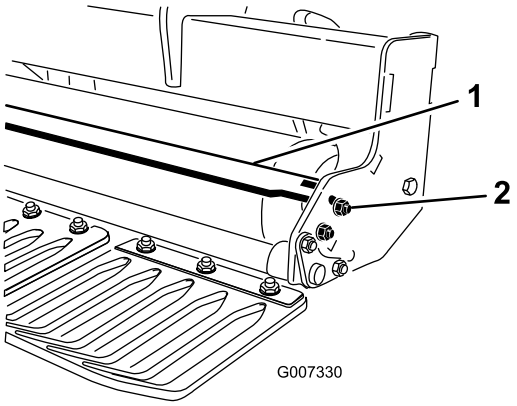

Figur 13
1. Løsne på festene som holder begge endene på skrapen festet til valseskrapeknotten (Figur 13).